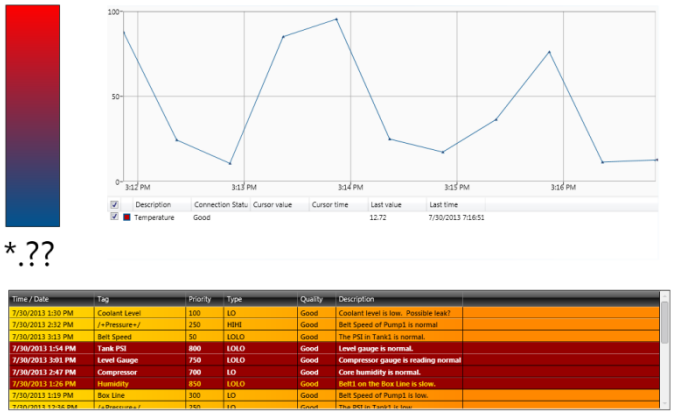

Figure 16 - Display with TrendWorX64 and AlarmWorX64 Viewers
8. Your display should look now look similar to Figure 16.